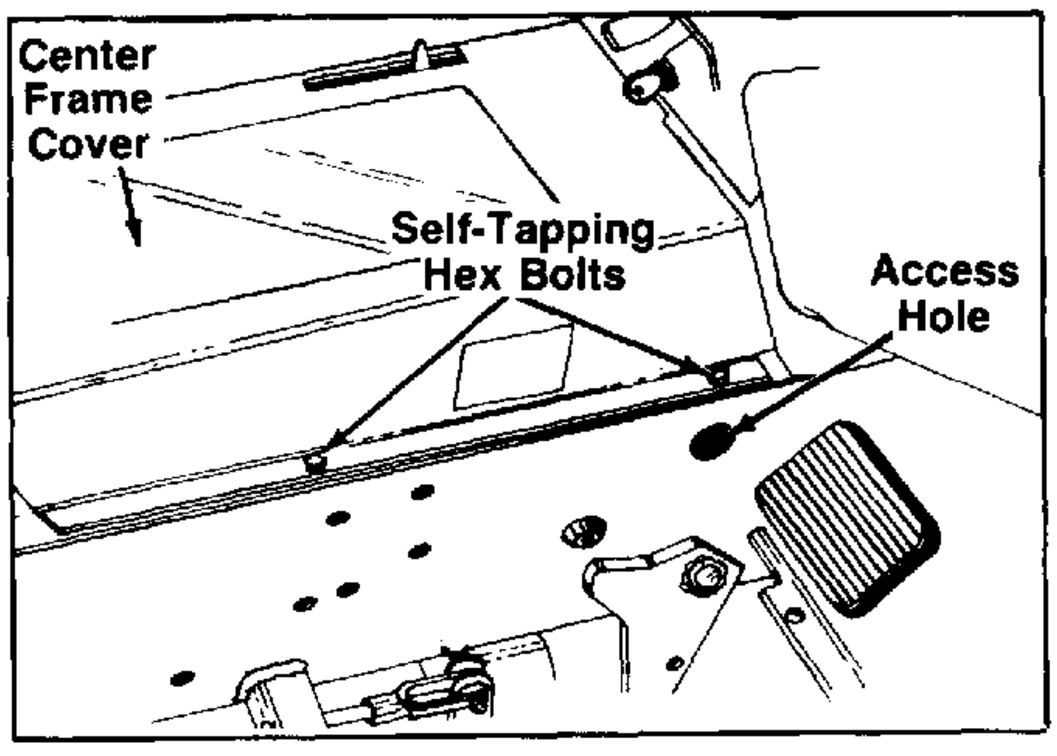

FIGURE 7.
1. Lower the tractor lift to full down position. Check access hole to make sure headed pin 1/2 x 1.50″ can be removed in step 30. See figure 7.
13. Remove the four self-tapping hex bolts holding the center frame cover. See figure 7.